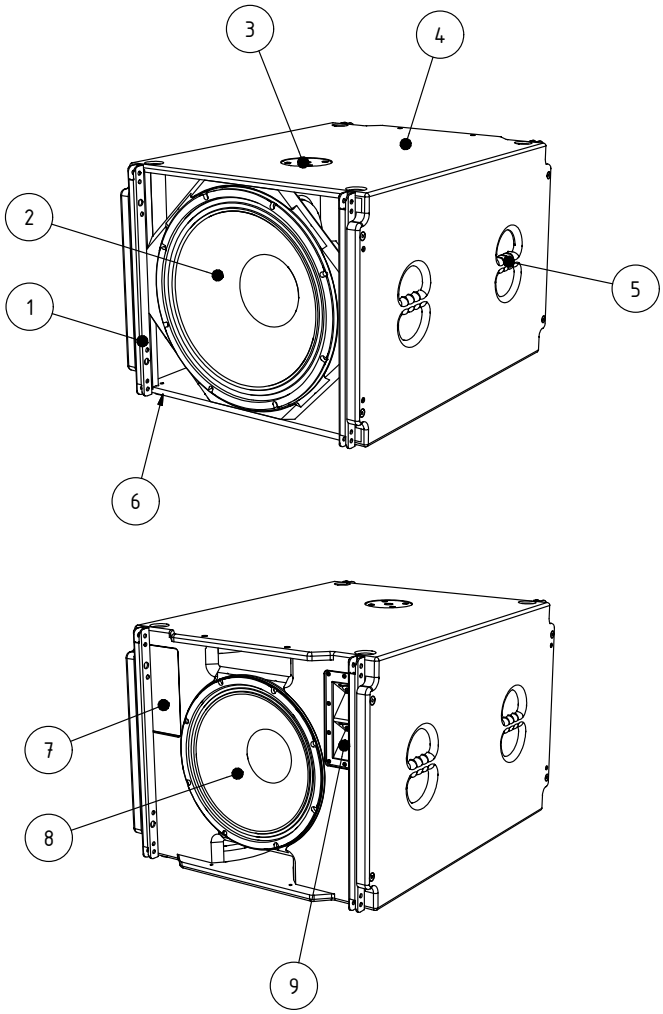

Figure 2.1 - Overview
Make sure that the maximum load of 50 kg / 110 lbs for the M20 pole mount flange is not exceeded! Figure 2.1 – Item 2.
The M20 pole mount flange (figure 2.1- item 2) is not designed for side forces once mounted – do not apply any pressure from the sides.
Please note that only centered loads are allowed to be placed on the M20 pole mount flange – Figure 2.1 – Item 2.
Please note that the VERA S32 loudspeakers must be mechanically correctly connected with each other. This may only be done via the front and rear rigging tracks (see figure 2.1 - pos.1) and additional box link set BLS!